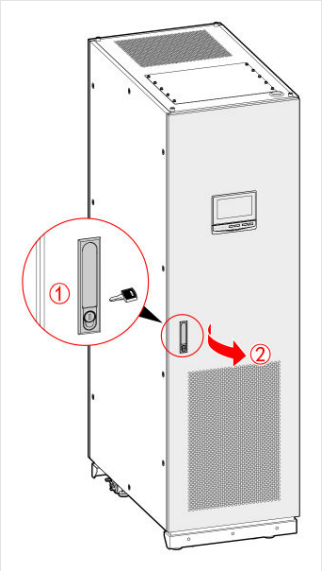

FIGURE 4-42 Open the front door with the key
1. Open the front door with the key (Figure 4-42).